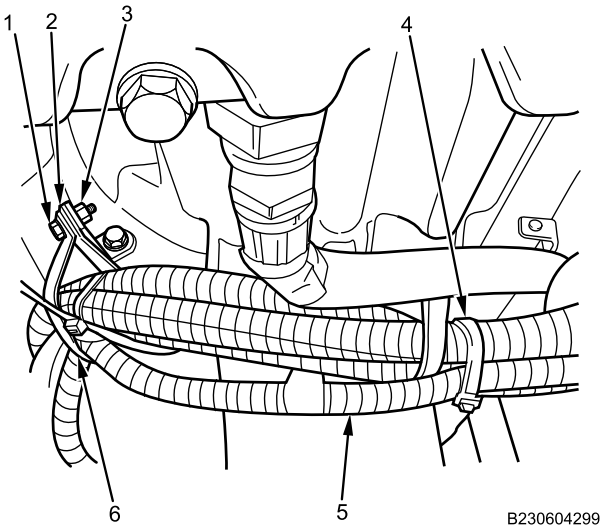

Figure 5. ECM/TCM Clean Harness Installation.
4. Install clean power and ground harness (Figure 5, Item 5) in loop strap (Figure 5, Item 2). Close harness strap to secure harnesses.
5. Install nut (Figure 5, Item 3), bolt (Figure 5, Item 1), and harness strap (Figure 5, Item 2) on transmission housing. Tighten nut securely.
6. Install new cable lock straps (Figure 5, Item 4 and 6) on clean power and ground harness (Figure 5, Item 5) as required.